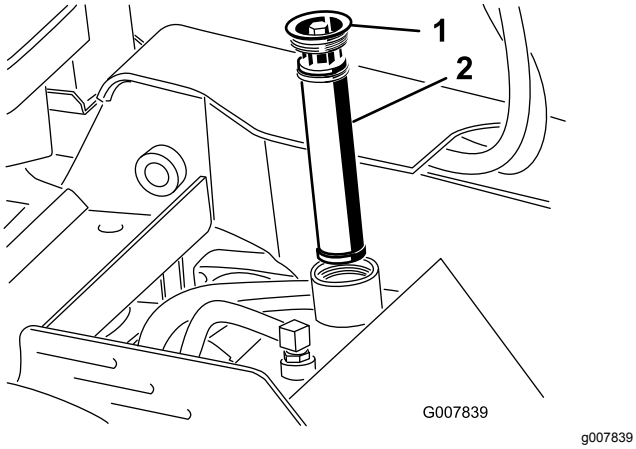

Figuur 57
5. Maak schoon rond de vulbuis van de hydraulische tank en verwijder de dop en het filter uit de vulbuis met een dopsleutel (Figuur 57).